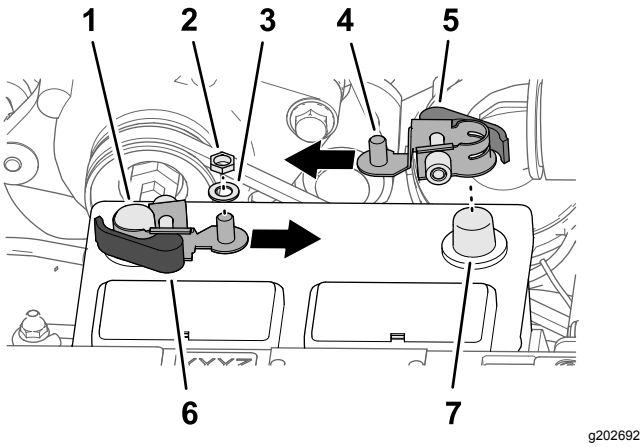

Rysunek 209
1. Odkręć nakrętki sześciokątne z podkładkami z zacisków szybkomocujących z czerwoną i czarną dźwignią (Rysunek 209).
3. Zamocuj zacisk szybkomocujący do ujemnego bieguna akumulatora tak, aby kołek gwintowany zacisku był skierowany do środka akumulatora, jak pokazano na Rysunek 209.